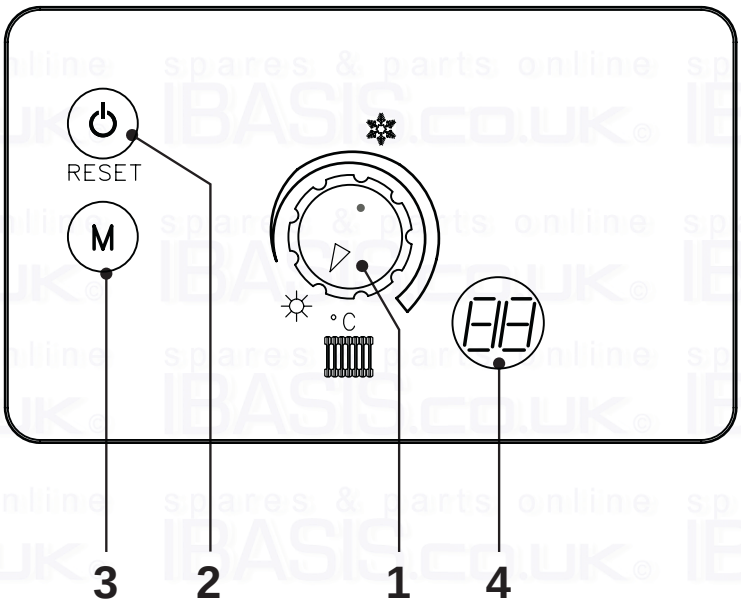

fig. 1
Press the ⏻ key for 5 seconds (see fig. 1).
To set the system delivery temperature, turn the knob (ref. 1 - fig. 1). It can be varied from a minimum of 30 °C to a maximum of 90 °C.
To select Summer/Winter, use knob 1 (fig. 1).
The boiler is equipped with an advanced self-diagnosis system. In the event of a problem with the boiler, or system the display will show the fault code. There are some faults that will require the end user to press RESET (2 - fig. 1); if the boiler fails to start, It is necessary to rectify the fault indicated by the LED display (faults from 1 to 26); other faults cause temporary shutdown that are automatically reset as soon as the value comes back within the boiler's normal working range (faults from 30 to 46).